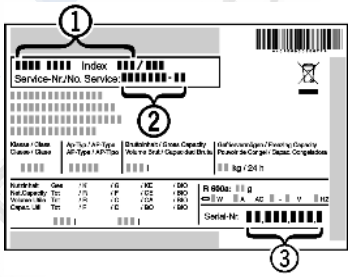

Fig. 12
- ▶ Наименование устройства *Fig. 12 (1)*, сервисный № *Fig. 12 (2)* и серийный № *Fig. 12 (3)* считайте с заводской таблички. Заводская табличка находится внутри устройства слева.
- ▶ Обратитесь в сервисную службу и сообщите вид неисправности, наименование устройства *Fig. 12 (1)*, сервисный № *Fig. 12 (2)* и серийный № *Fig. 12 (3)*.